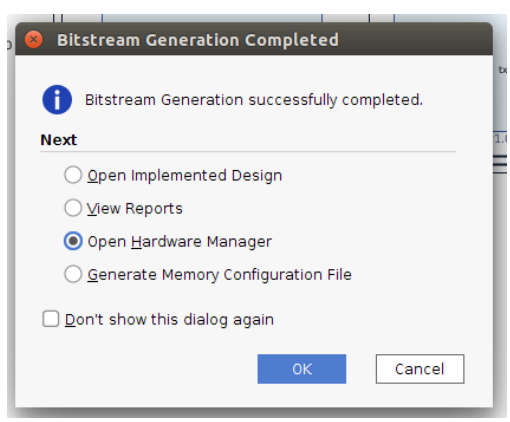

Figure 6: Bitstream Complete, Open Hardware Manager
6. Once Bitstream Generation is complete, a window will pop up asking what you would like to do next (i.e., Figure 6). Select Open Hardware Manager and click OK. If you accidentally close this window or select something else, you can easily get to the hardware manager using the Open Hardware Manager button below Generate Bitstream.